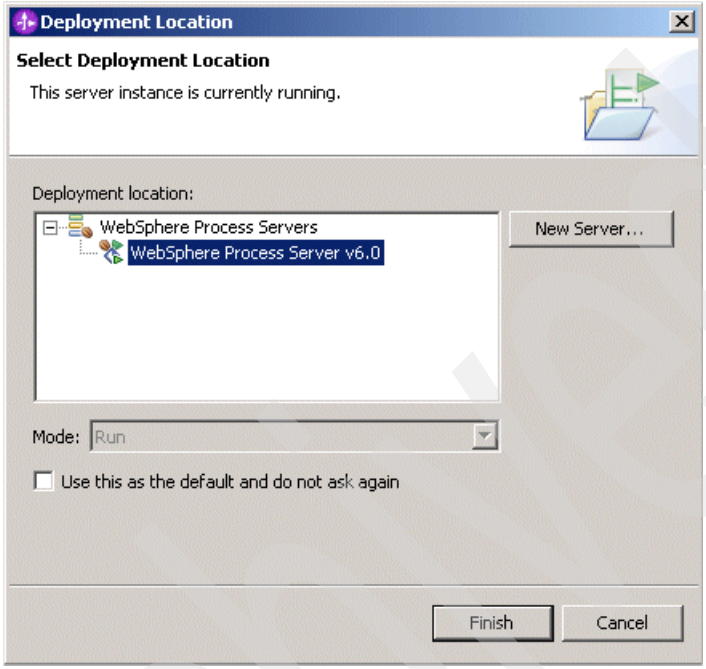

Figure 10-96 Deployment Location window
c. The Deployment Location window opens (Figure 10-96), in which you choose the run time to execute the test against. In our case, only one server is defined, so it is selected by default. Click **Finish**.